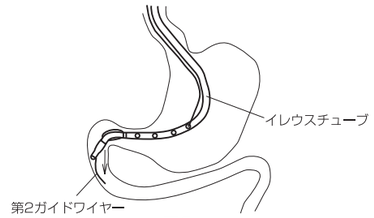

図6
13. 第２ガイドワイヤーを把持しながら、X線透視下で、第２ガイドワイヤーに沿って鼻腔よりチューブを徐々に進める。十二指腸下行脚にて第２ガイドワイヤーとチューブが分離したら、第２ガイドワイヤーを抜去する（**図6**）。